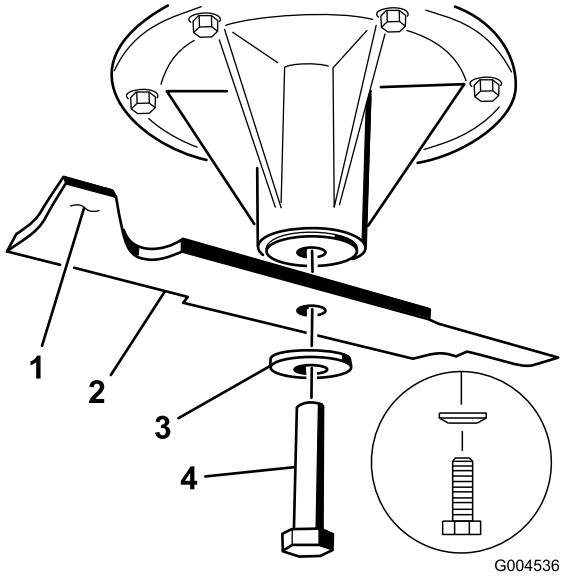
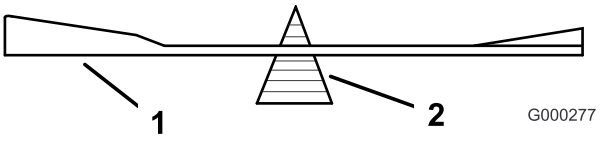

Figur 91
Figur 93
2. Avlägsna knivbulten, den böjda brickan och kniven från spindelaxeln (Figur 91).
2. Kontrollera knivens balans med en knivbalanserare (Figur 93). Om kniven stannar kvar i ett horisontellt läge är den i balans och kan användas. Om kniven inte är balanserad kan du fila bort lite metall från knivens segeldel (Figur 91). Upprepa proceduren tills kniven är balanserad.